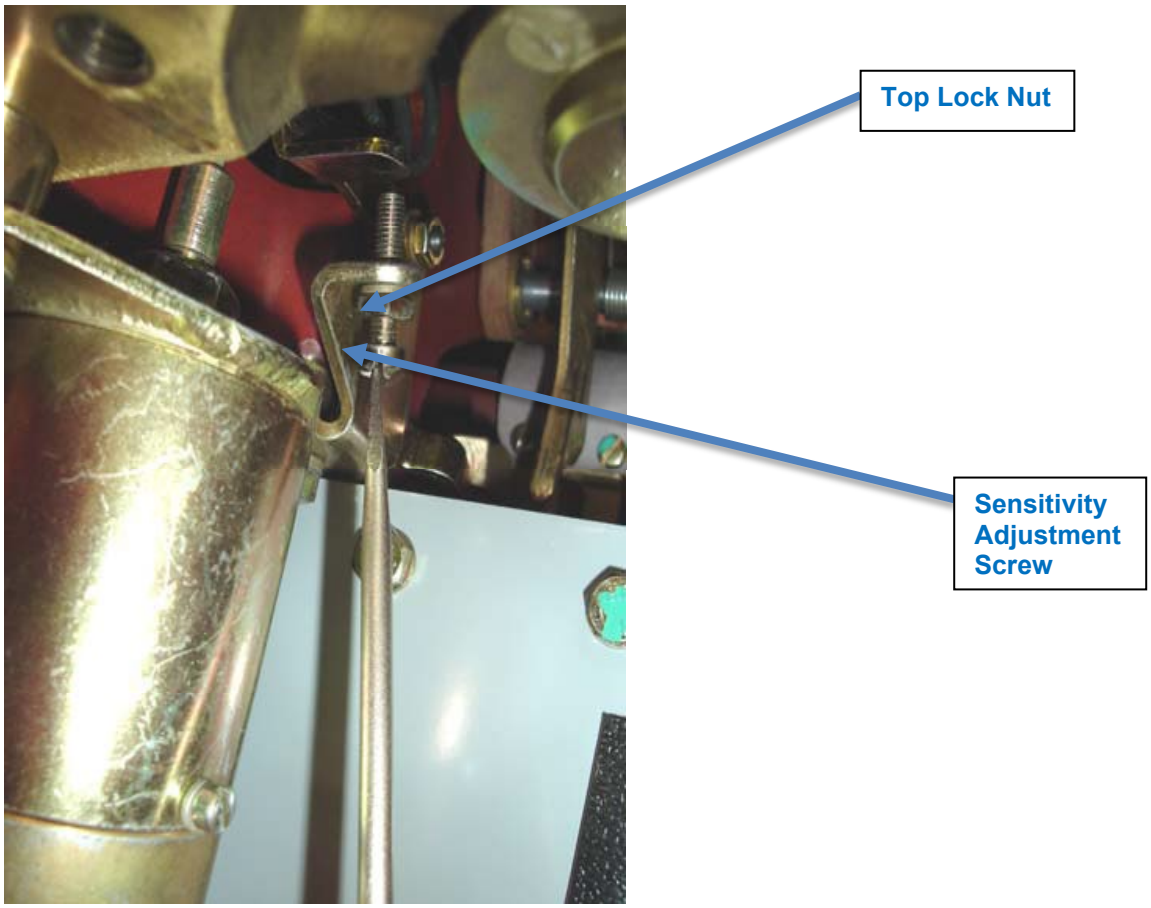

Figure 6 – Trip Screw Adjustment
1. With the breaker closed, apply 7.5% of system voltage (16 Volt (216), 36 Volts (480).
- If the CM-22 does not trip at this level, then a sensitivity adjustment is needed on the shunt trip level assembly. The adjustment screw is located behind the swing relay panel. See Figure 6. Access to the screw is given by a hole in the bottom red insulation barrier on the swinging door panel. It is best to remove the motor to view the screw. Any adjustment vertically will make the mechanism more sensitive to trip.